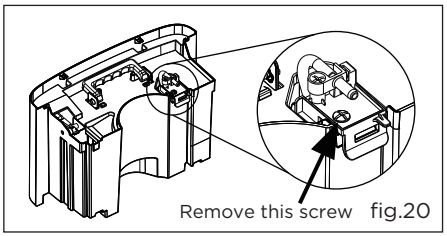

fig.20
b. Remove the screw as shown in fig.20.